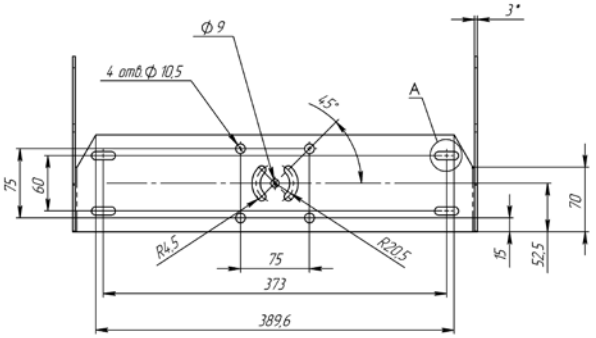

Рис. 5
6.7.5 Просверлить отверстия под монтаж светильника с учетом карты отверстий крепления потолочного Рис. 5.